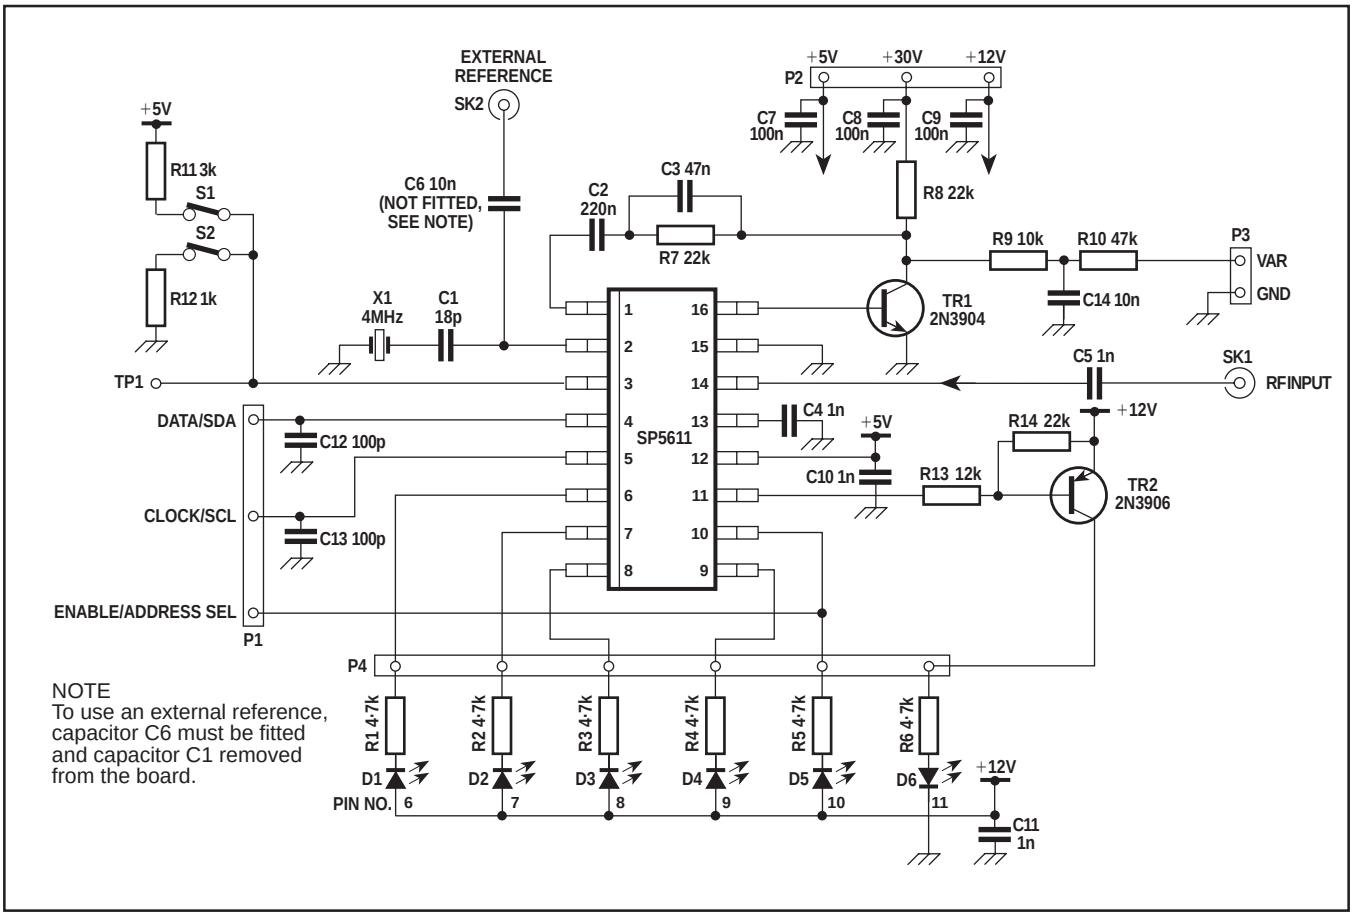

Fig. 8 Test board circuit
The application note is published in the Mitel Semiconductor Media IC Handbook. A generic test/demonstration board has been produced, which can be used for the SP5611. A circuit diagram and layout for the board are shown in Figs. 8 and 9.
1. CIRCUIT SCHEMATIC IS SHOWN IN FIG. 8